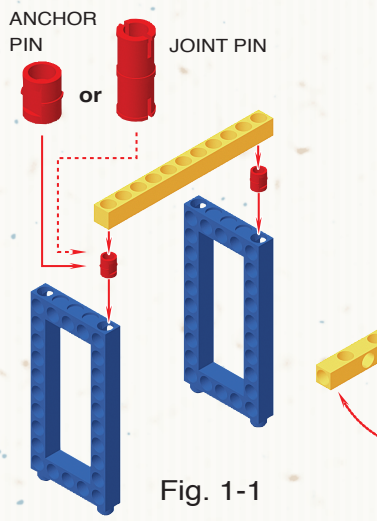

Fig. 1-1
1. Both anchor pins and joint pins can be used to join rods and frames. (Fig. 1-1)